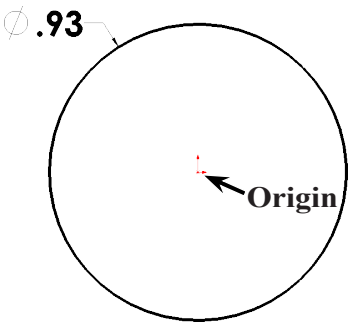

Fig. 2
Step 4. Sketch **circle** starting at the Origin , **Fig. 2**.
Step 6. Dimension circle **diameter .93**, **Fig. 2**.